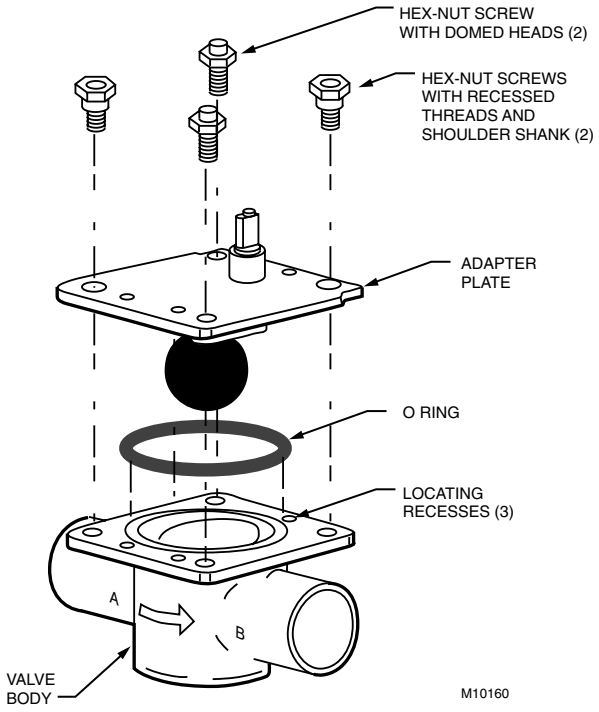

Fig. 11. Install 40003918 Conversion Kit.
5. Install 40003918 Conversion Kit (Fig. 11):